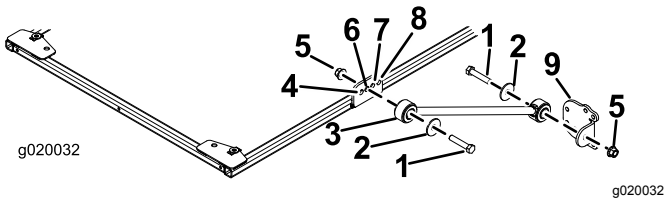

Figur 31
2. Monter en avstiver løst til andre hull i avstiverbraketten på hver side av solskjermrammen med en bolt (1/2 x 2 1/2 tomme), skive (1/2 tomme) og flensmutter (1/2 tomme), som vist i Figur 31.
3. Monter en avstiverbrakett løst til hver avstiver med en bolt (1/2 x 2 1/2 tomme), skive (1/2 tomme) og flensmutter (1/2 tomme), som vist i Figur 31.